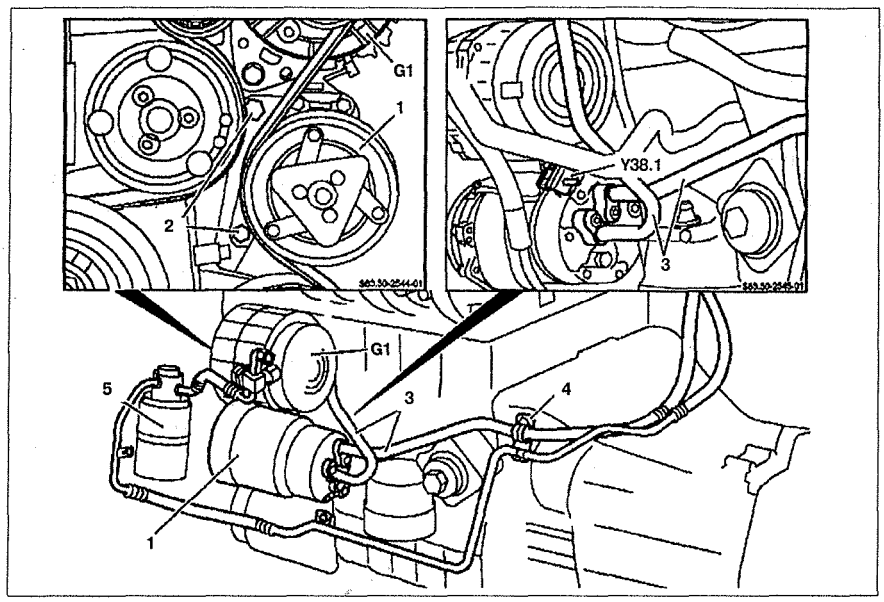

Рис. 10.8. Компрессор кондиционера:
2. Снимите генератор **G1** (см.рис. 10.8).